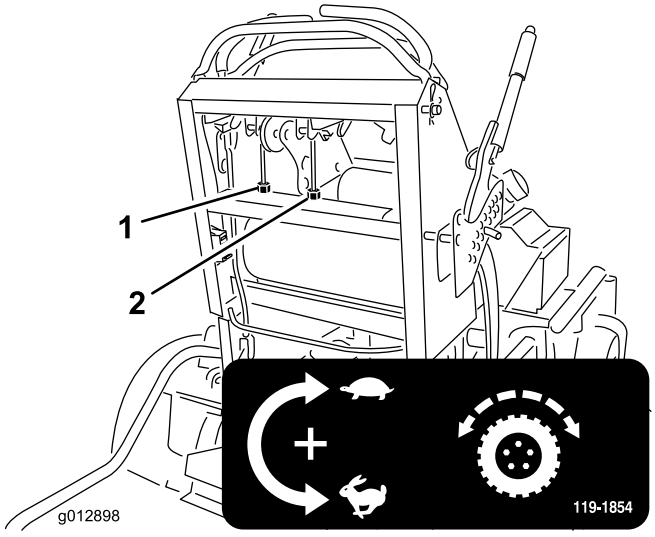

Figur 56
4. Vrid den högra kabeljusteringen för att centrera det högra rörelsereglaget i det neutrala låslägesspåret på instrumentpanelen. Vrid sedan den vänstra kabeljusteringen i kvartsvarv tills maskinen går rakt (Figur 56).